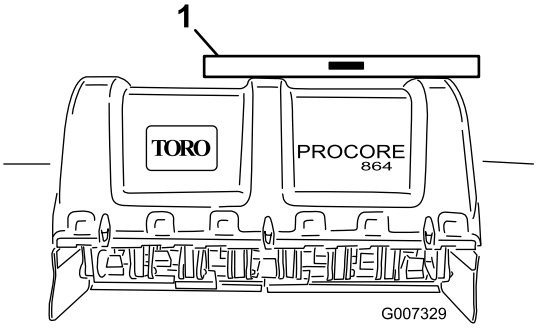

Figuur 12
2. Leg een waterpas bovenop het frame van de beluchter om te kijken of deze van zij tot zij waterpas is (Figuur 12).